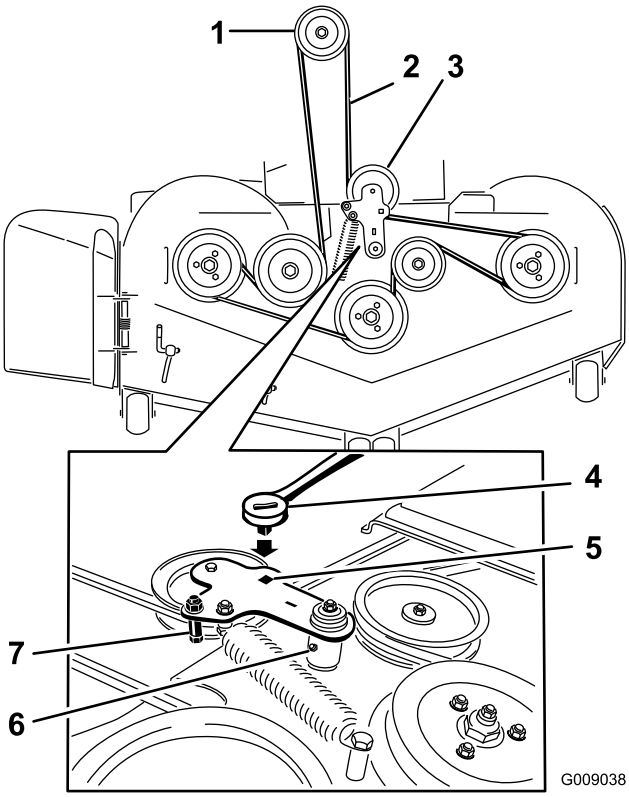

**Figure 73**
5. Use a ratchet in the square hole in the idler arm to remove tension on the idler spring (Figure 73).
7. Remove the belt guide on the spring loaded idler arm shown in Figure 73.
9. Install the new belt around the mower pulleys and the clutch pulley under the engine (Figure 73).
10. Install the belt guide on the idler arm shown in Figure 73.
11. Using the ratchet in the square hole, install the idler spring (Figure 73).